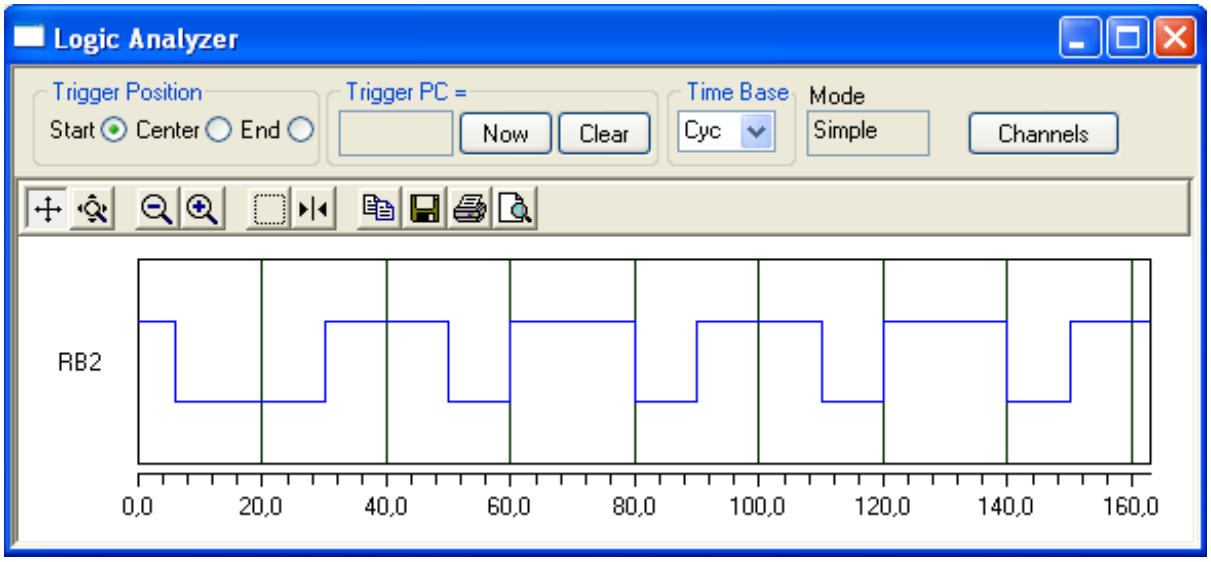

Рис.3.3. Вікно логічного аналізатора. - Робота стимулу базових дій
5. Встановіть відмітку "Repeat after X (decimal)" для повторення стимулу у закладці після того, як відбулась остання дія стимулу. Задайте інтервал затримки, необхідний для повторення дії стимулу. Наприклад, на рис.3.1 задано тривалість затримки 10 МЦ. Правильність стимулу можна проконтролювати логічним аналізатором (рис. 3.3).